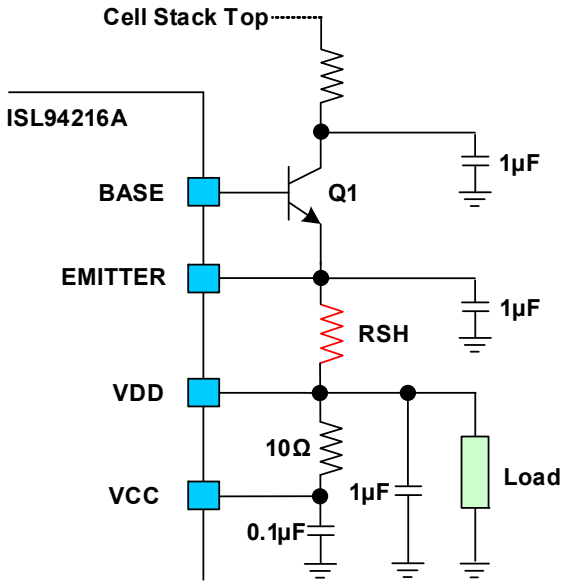

Figure 100. External Power Supply Components
The ISL94216A has an internal regulator that uses an external power transistor to provide regulated voltages for its internal circuits. The output of this regulator can also power other system circuitry, including the microcontroller. See Figure 100 while reviewing sections VCC Pin (30) through BASE Pin (33) on page 97.
These pins are to be connected per Figure 100 and should not be driven from external sources.